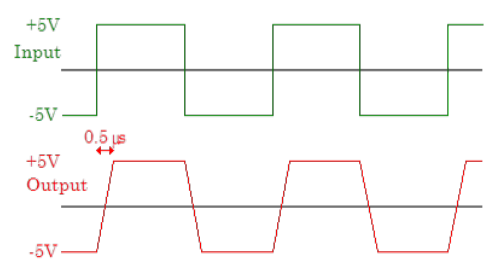

FIGURE 4. Visualization of slew rate.
2.2. **Slew Rate.** The maximum rate at which an op amp can change its output is called its *slew rate*. For example, when fed a 10 V peak-to-peak square wave, an op amp with a 20 V/µs slew rate (in a follower circuit) will change from one level to the other in $10\,\text{V}/20\,\frac{\text{V}}{\mu\text{s}} = 0.5\,\mu\text{s}$. As shown in Fig. 4, this can lead to distortions in the output. Slew rates are normally in the range of 1 to 1000 $\frac{\text{V}}{\mu\text{s}}$. The slew rate for the LF356 is a relatively modest 12 $\frac{\text{V}}{\mu\text{s}}$. Though related, the slew rate of an op amp is not equivalent to its gain-frequency response. An op amp with a high small-signal frequency response at low amplitude may have a poor slew rate, and would not be useful with high-amplitude, high-frequency signals.